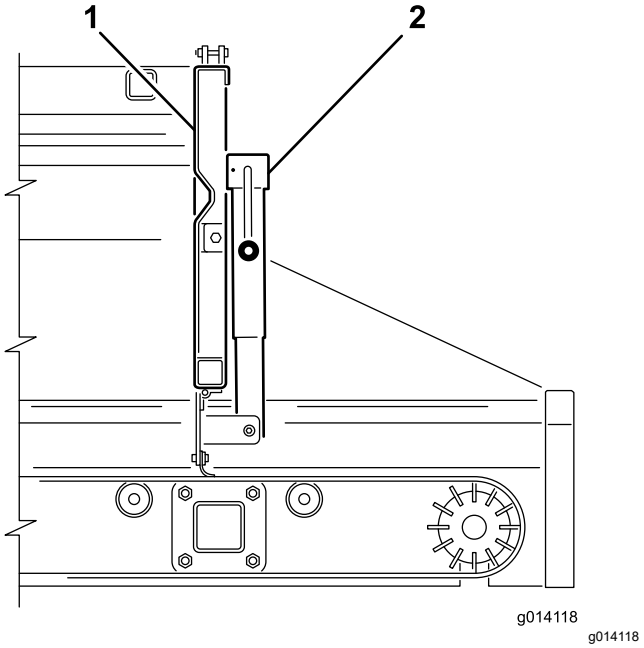
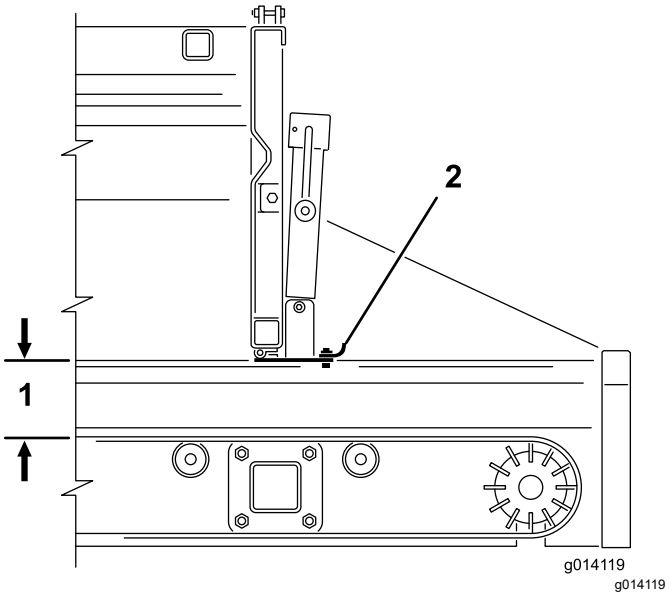

Figur 43
Figur 44
2. Använd vevhandtaget för att öppna eller stänga den justerbara delen av baklämmen (Figur 43 och Figur 44) för att justera materialflödet när du använder redskap.